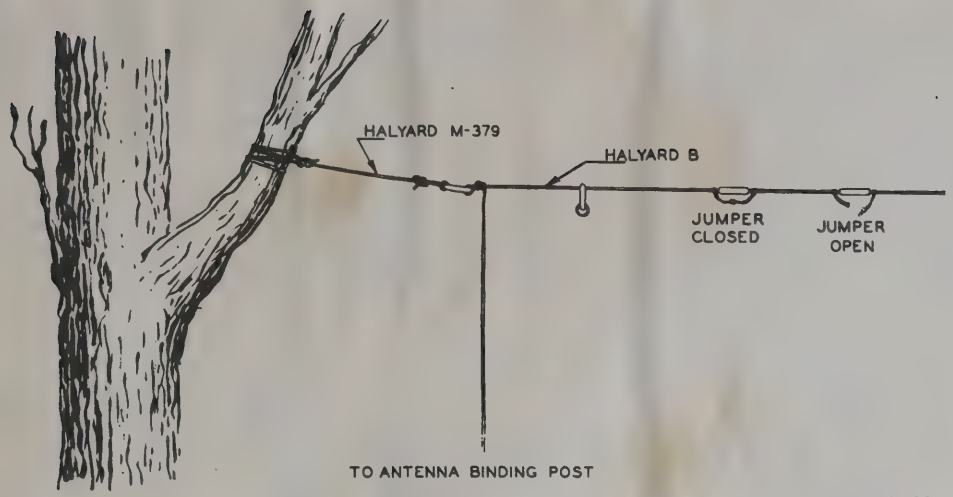

Figure 20. Antenna supports and connections.
c. Connect Antenna AT–101/GRC–9 to its support by means of Halyard M–379 as shown in figure 20.